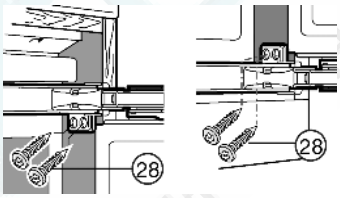

Fig. 17
▶ На обеих дверцах прикрутите винтами для стружечной плиты *Fig. 17 (28)* вверху и внизу через серьги шарнира.